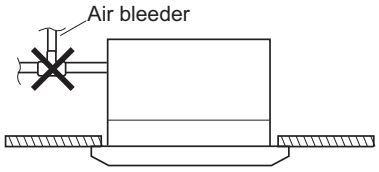

Fig. 2-194
- **Do not install an air bleeder as this may cause water to spray from the drain pipe outlet. (Fig. 2-194)**